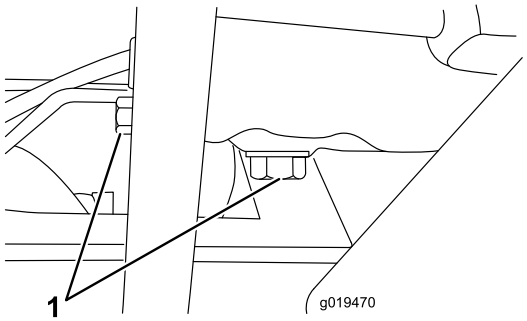

Bild 54
1. Entfernen Sie die Ablassschraube (Bild 54)und lassen Sie das Öl in die Auffangwanne ab. Schrauben Sie die Ablassschraube wieder ein, nachdem das Öl abgelaufen ist.